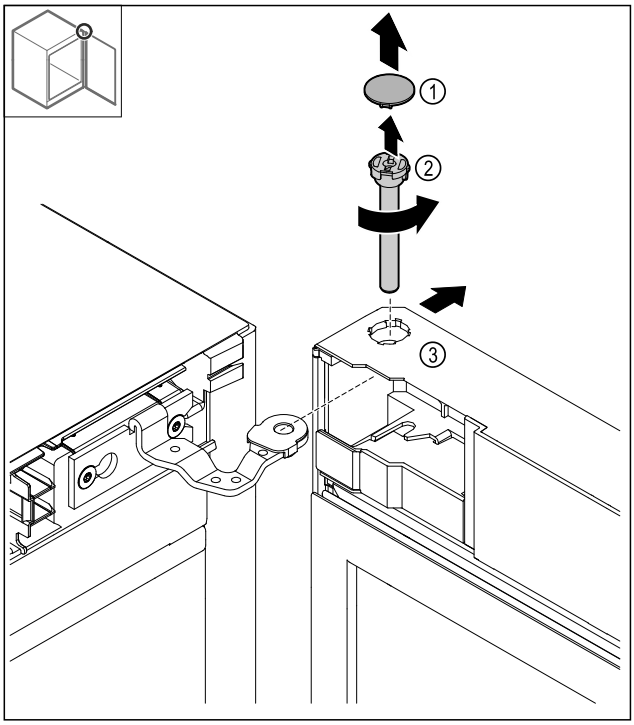

Fig. 14
▶ Abdeckung *Fig. 14 (1)* abnehmen.
▶ Bolzen *Fig. 14 (2)* gegen den Uhrzeigersinn lösen und herausziehen.
▶ Tür *Fig. 14 (3)* leicht kippen.